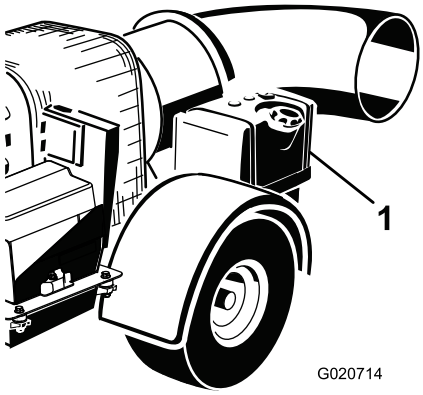

Rysunek 12
2. Oczyść okolice korka wlewu paliwa, a następnie odkręć korek (Rysunek 12).